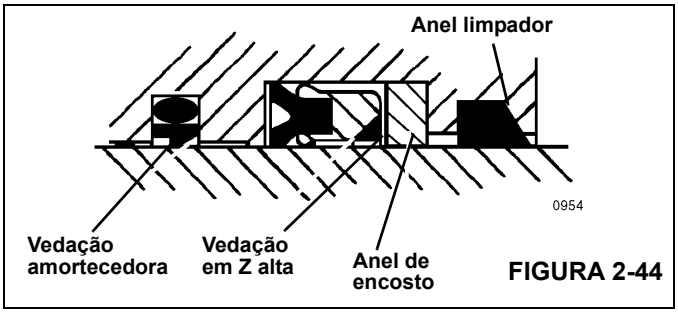

FIGURA 2-44
5. Instale o anel limpador, o anel de encosto, a vedação da haste em Z alta, o conjunto da vedação amortecedora e os anéis de desgaste na parte interna da cabeça do cilindro (Figura 2-44).